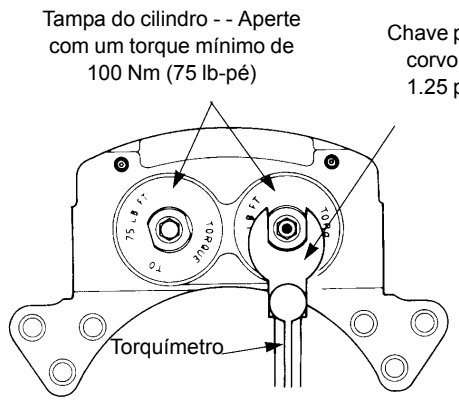

FIGURA 8-26
6. Instale as tampas do cilindro na carcaça do cáliper. Aperte as tampas do cilindro com um torque mínimo de 75 lb-pé (102 Nm) como mostrado na Figura 8-26.